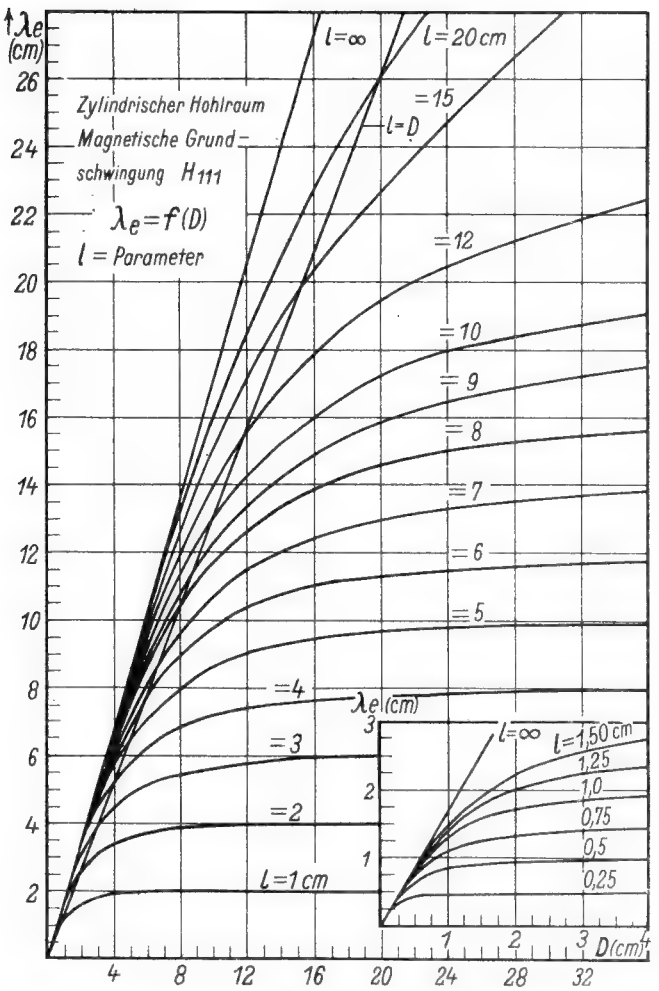

Bild 5. Die magnetische Grundschwingung H_{111} im zylindrischen Hohlraum
1. Resonanzwellenlänge λ_e (Bild 5)